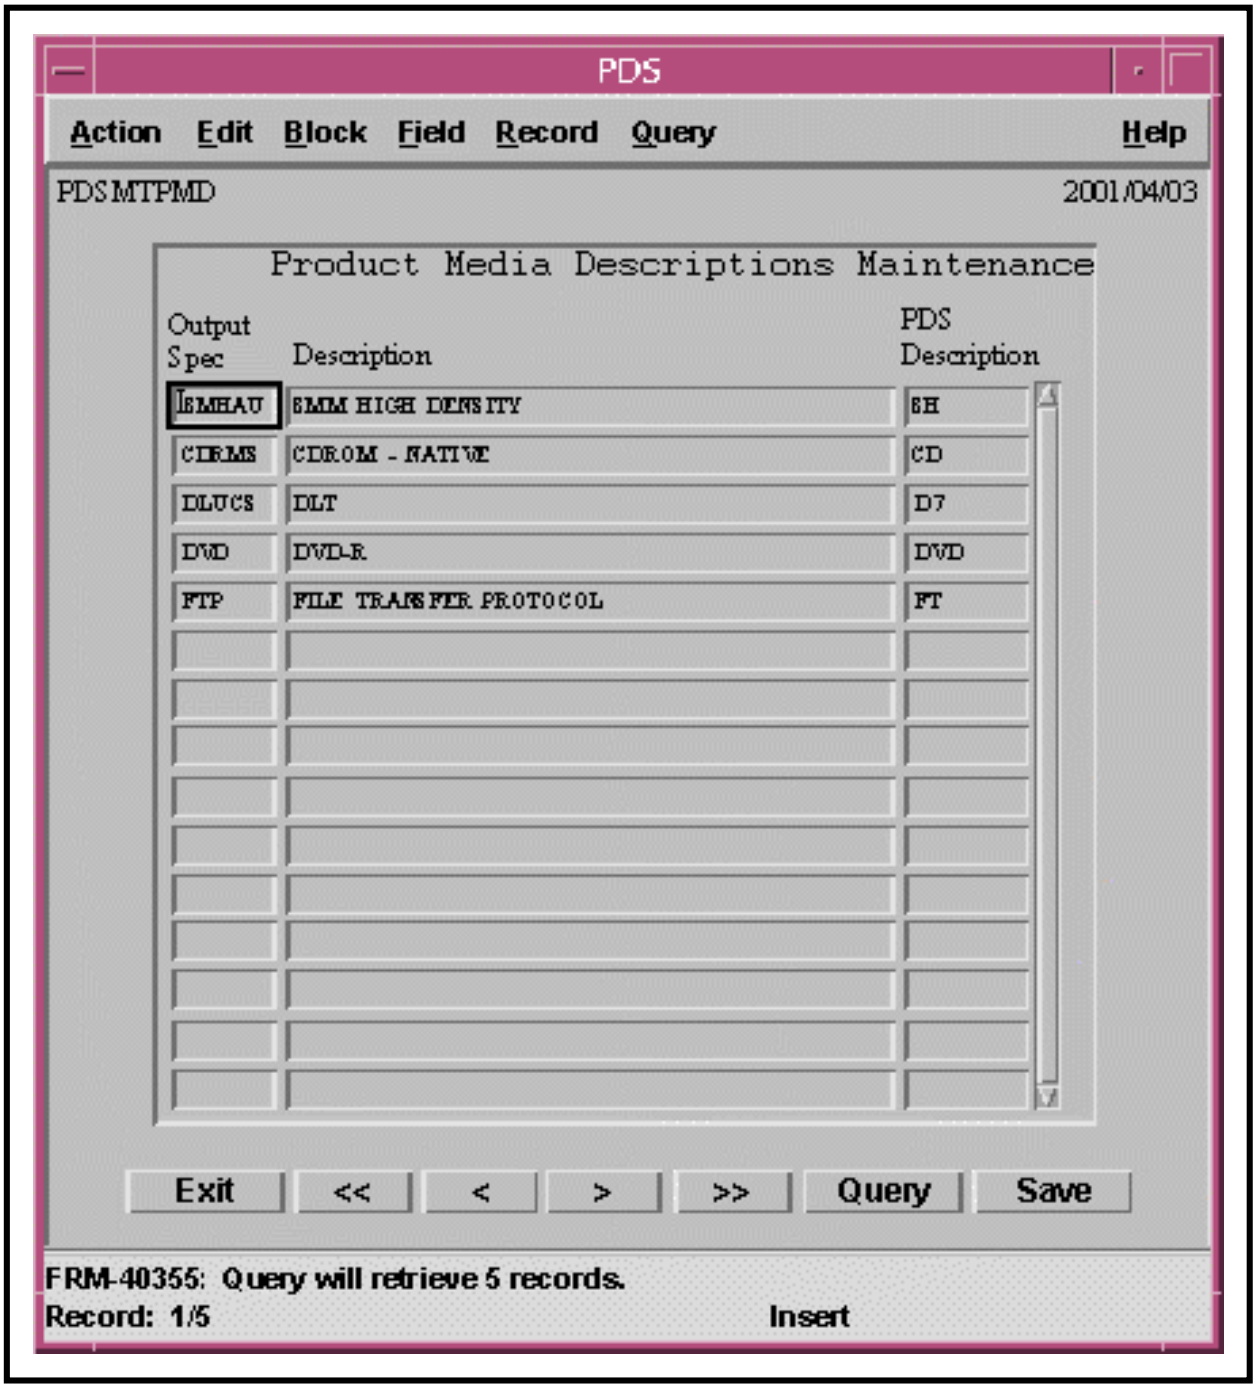

Figure 117. Product Media Descriptions Maintenance Form Displaying Output Specifications
- Product codes are displayed on the **Product Media Descriptions Maintenance Form** (Figure 117).
- The following types of data are displayed on the **Product Media Descriptions Maintenance Form** (Figure 117):
4 Observe the data displayed on the **Product Media Descriptions Maintenance Form** (Figure 117) to determine whether the relevant output specification has the appropriate value.